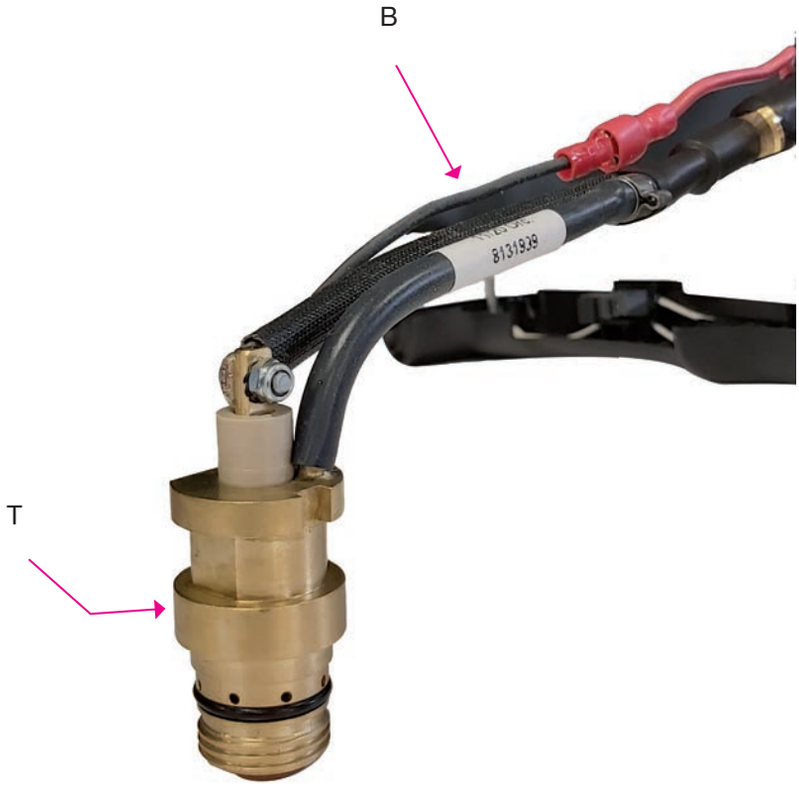

Fig.6
- Enroscar los racores **D** y **E** respetando la orientación indicada en Fig. 6.